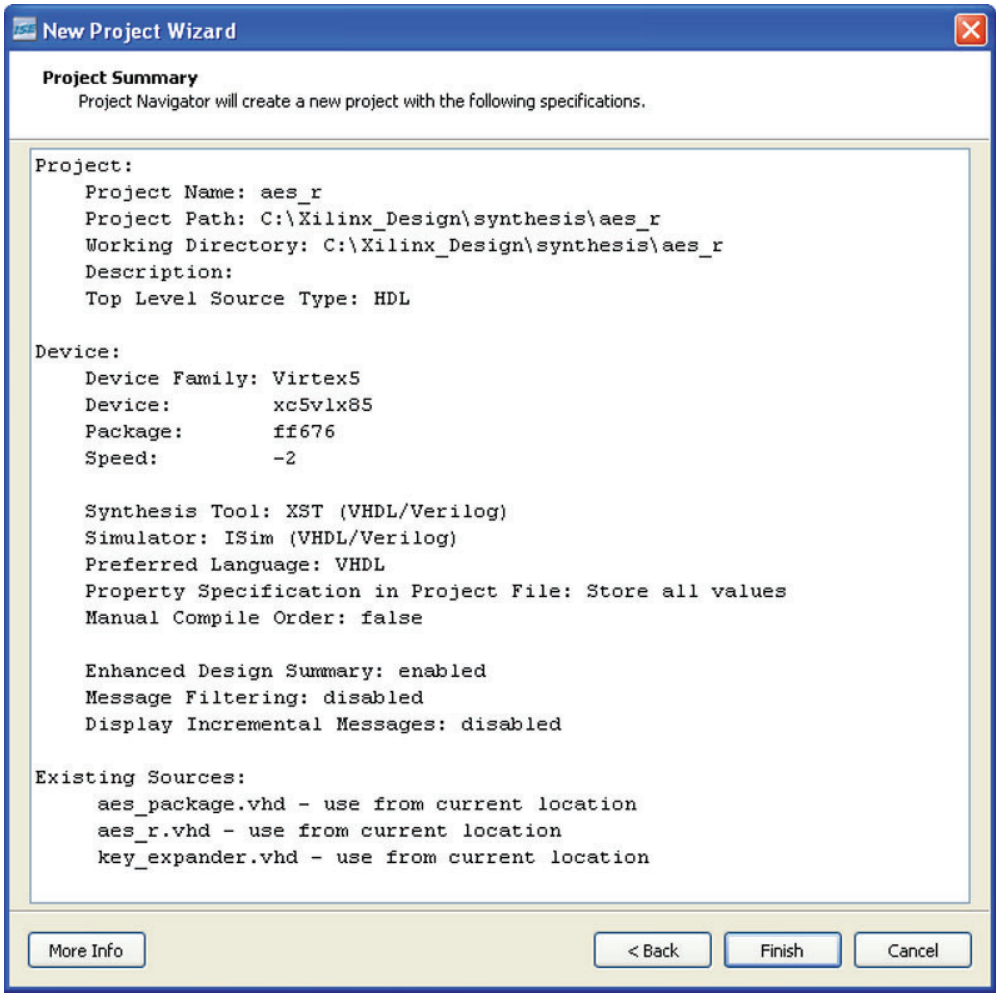

Figure 2-17: **New Project Wizard (Project Summary)**
9. Click **Finish** (see Figure 2-17).